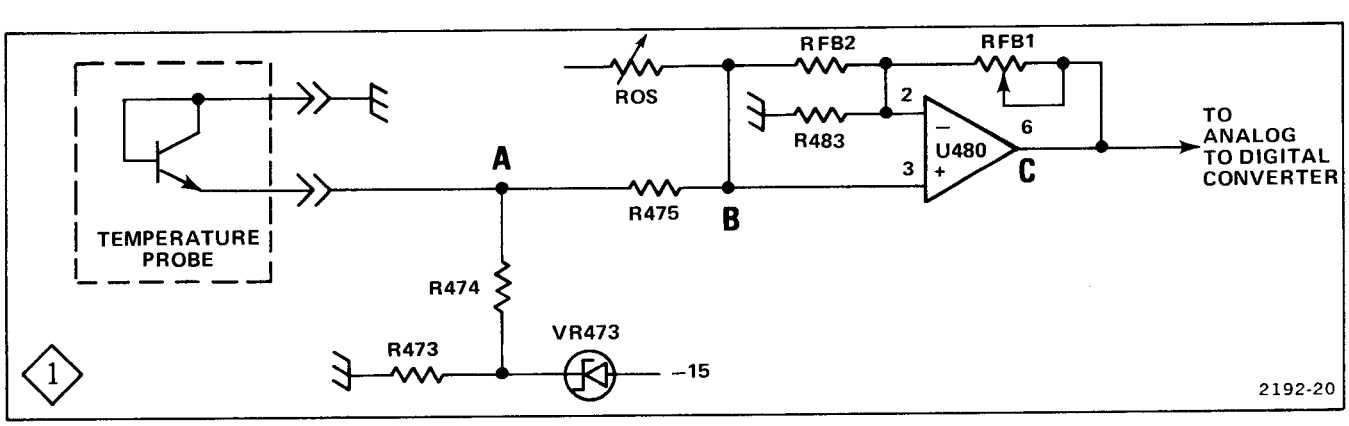

Fig. 6-7. Simplified diagram of the Temperature Converter.
Figure 6-7 shows a simplified diagram of the Temperature Converter. With a constant current supplied to the sensing transistor in the temperature probe, its base-to-emitter voltage varies with temperature. The Temperature Converter supplies the constant current to the sensing transistor and senses its base-to-emitter voltage. The voltage sensed is amplified and supplied to the Analog To Digital Converter.
1. Resistor R474 sets the approximate current in the sensing transistor. The assumed temperature increase causes the base-to-emitter voltage to decrease and tries to increase the current in the sensing transistor. Point A (see Fig. 6-7) moves in a positive direction (less negative). When point A goes less negative, the voltage across R474 increases which increases the current through R474.